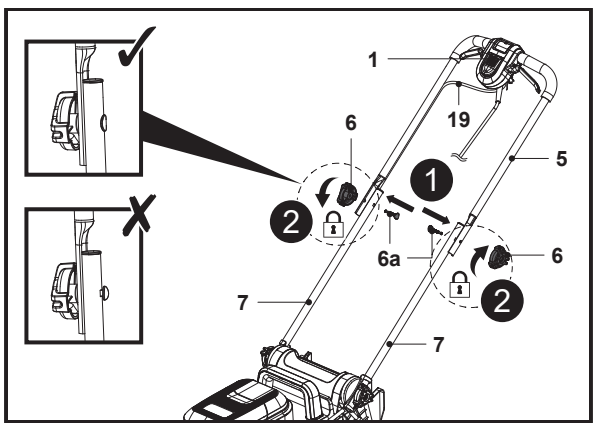

Fig. 3
1. Sujete la barra superior del manillar (5) con el botón del interruptor de seguridad (1) orientado hacia arriba.
2. Alinee los orificios de montaje de la barra superior del manillar (5) y las barras inferiores del manillar (7)
3. Pase el perno de montaje (6a) a través de los orificios de montaje en el extremo (Fig. 3, paso 1).
4. Asegure la barra superior del manillar (5) con la barra inferior del manillar (7); para ello, gire el mando de bloqueo (6) hacia la derecha en la rosca del perno de montaje (6a) para apretarlo (Fig. 3, paso 2).
5. Asegúrese de que el cable de control (19) pasa por la parte superior de la barra superior del manillar (5) y la barra inferior del manillar (7).